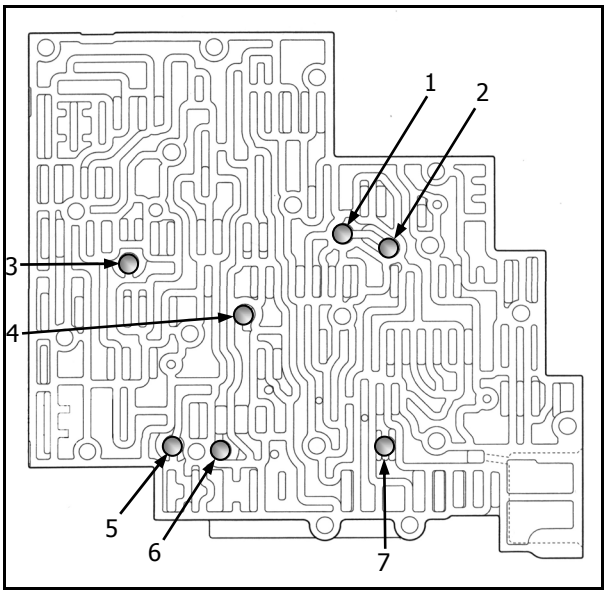
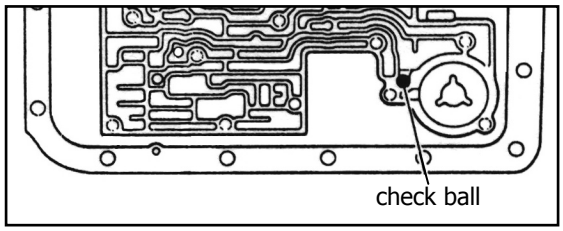

**Figure 1** - Checkball Locations
**Figure 7**
Remove transmission valve body, 1-2 and 3-4 accumulator housing and spacer plate (held down with support plate). **NOTE**: Be sure to note check ball locations. If valve body is brought straight down, the seven - (7) check balls should stay in valve body. However, some may stick to the plate. See **FIGURE 1** for the seven locations. There is another checkball that is in case. It will fall out when valve body is removed. See **FIGURE 7**. Transmission gel or petroleum jelly will hold it into case during reassembly.
**STEP 10** Making sure that the check ball is in its proper location per **FIGURE 7**, reinstall spacer plate with gaskets supplied and accumulator housing. Three (3) ¾" long bolts hold the support plate in place. Use a short bolt (for alignment purposes only) at opposite end of spacer plate while tightening down retainer plate, then remove the short bolt before proceeding. Tighten the accumulator housing & support plate bolts to 8 ft.-lbs.